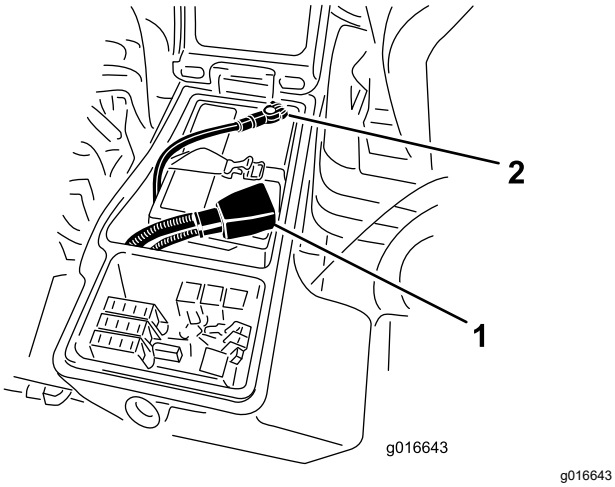

Figura 95
6. Instale o cabo positivo (vermelho) no terminal positivo (+) e o cabo negativo (negro) no terminal negativo (-) da bateria (Figura 95).